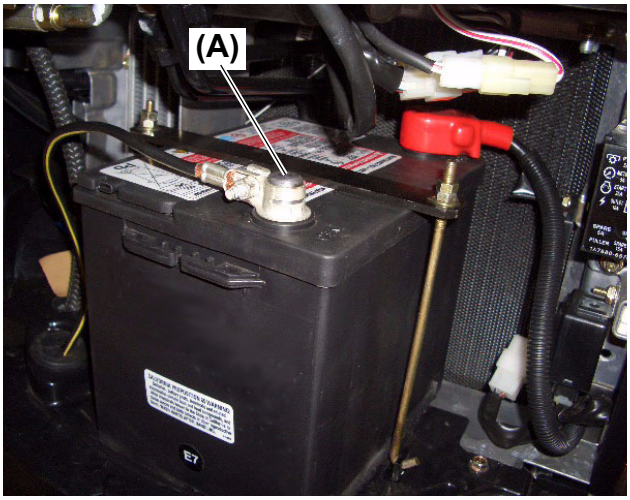

Fig. 2
1. Disconnect the negative battery cable **(Fig. 2, (A))** from the battery terminal.